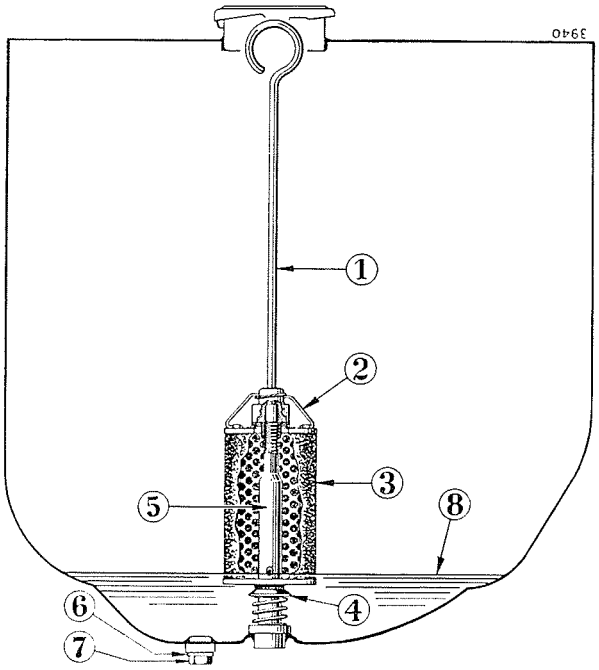

Bild 190
Befestigungsschrauben lösen und das Filter abnehmen. Das Einbaufilter bei D-214 und D-217 Standard Schleppern am Bügelgriff (1), Bild 190, vom Spannbolzen (5) abschrauben und aus dem Kraftstoffbehälter herausnehmen. Die Ablauföffnung schließt sich dabei automatisch.